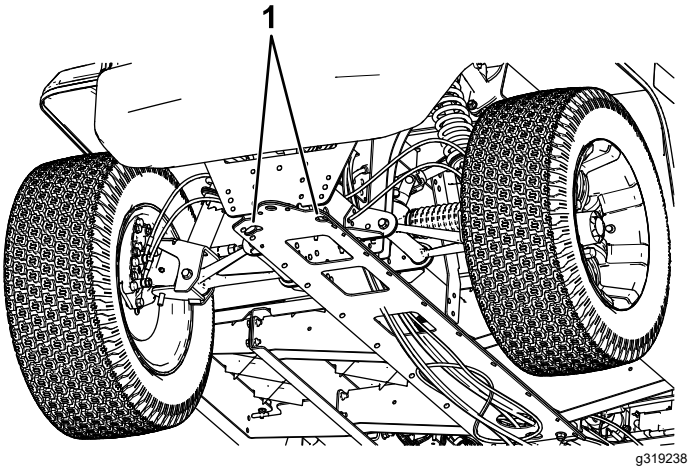
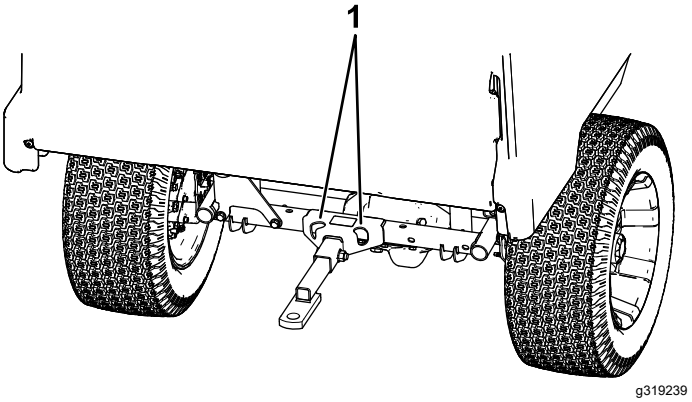

Figuur 23
Figuur 24
Zie Figuur 23 en Figuur 24 voor de plaats van de bevestigingspunten van de machine.
2. Bevestig een sleepkabel aan de lip op de voorzijde van het machineframe (Figuur 23).